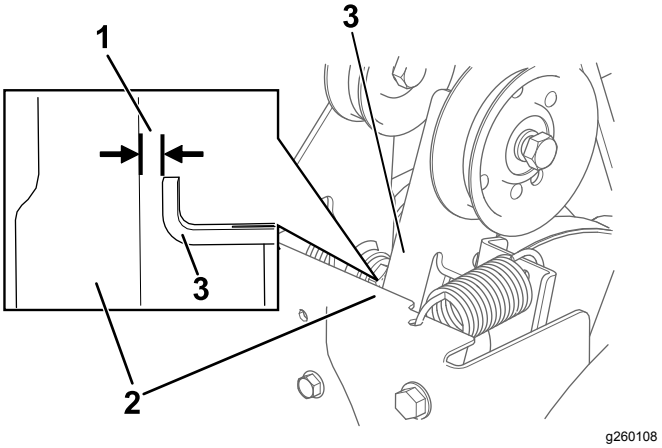

Figur 36
3. Når snegle-/rotorgrebet er udkoblet, skal du sørge for, at mellemrummet mellem sneglens koblingsarm og maskinens stel er 1,5 mm som vist i Figur 36.